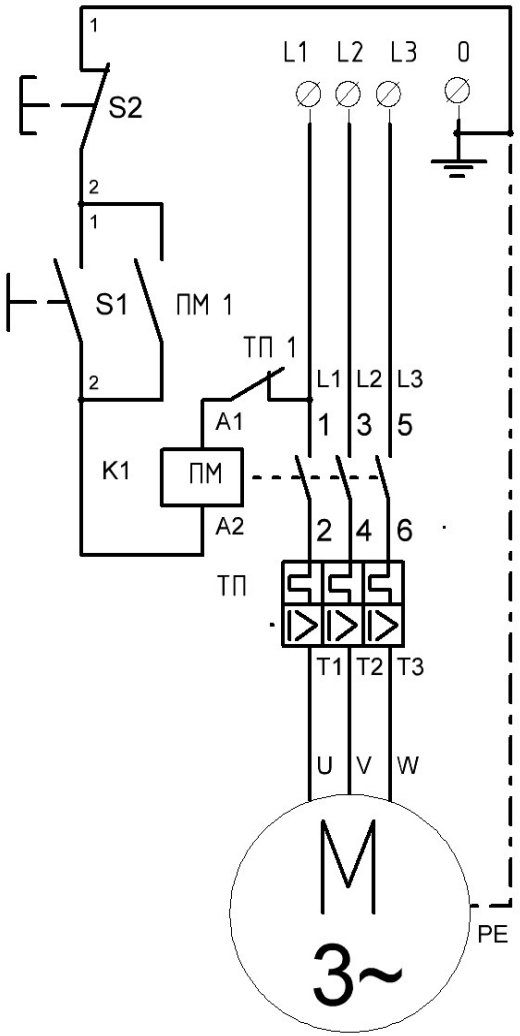

Рис.2. Схема подключения 3-х фазного эл. двигателя.
Схема подключения электродвигателя приведена на Рис. 2.
9.1. Схема подключения электродвигателя приведена на Рис. 2. Выключатель, тепловое реле и предохранитель не входят в комплект поставки насоса и устанавливаются потребителем.